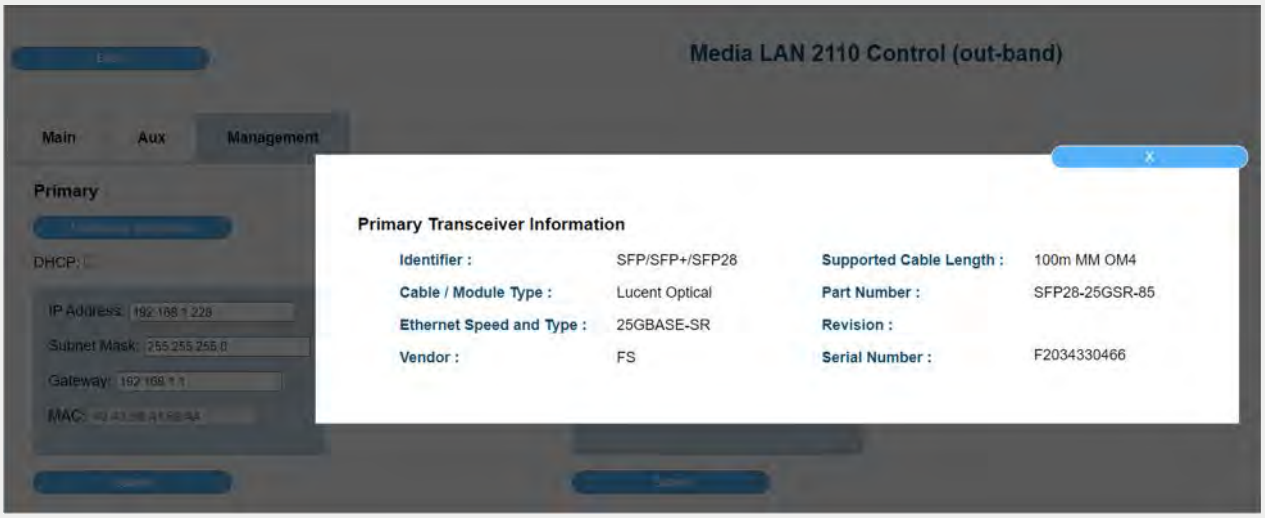

Figure 31. Primary Transceiver Information
- The management tab also provides the primary and secondary transceiver information (Figures 31 & 32 below)